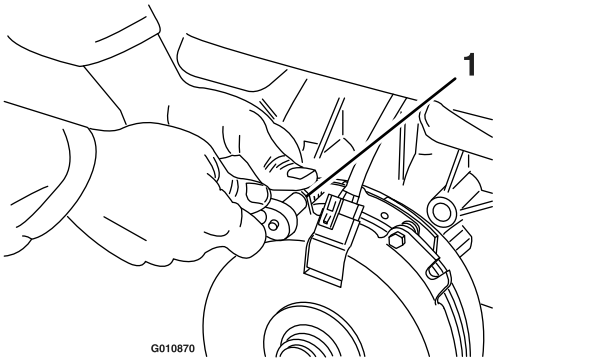

Figur 78
A. Løsn begge bremsemonteringsbolte en halv til en hel omgang som vist i Figur 78.